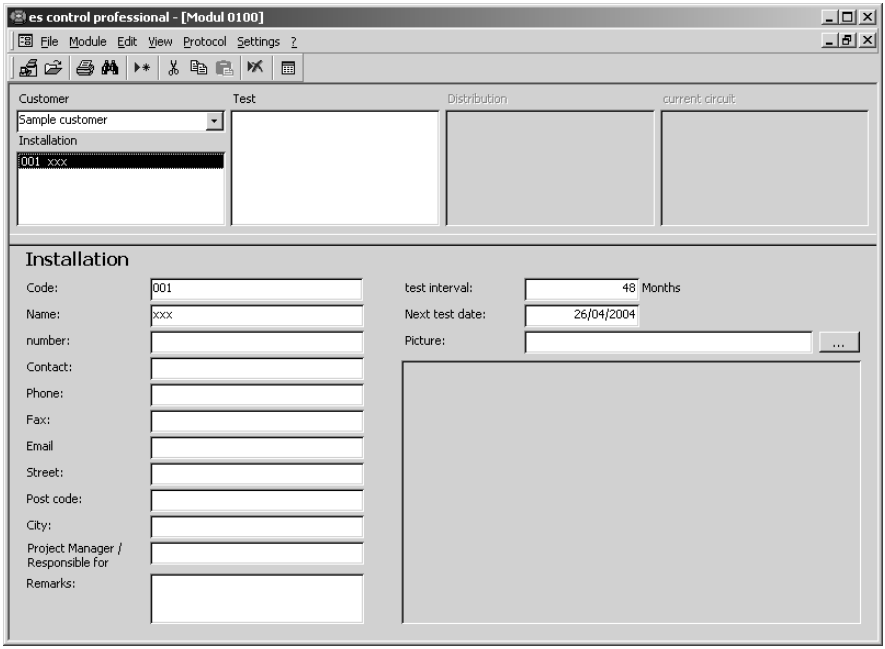

Figure 5.7 Add data record for installation
- Now create a new data record. Use either the “Data record | Add” menu command or use the context menu which may be accessed by clicking the right mouse key. A new installation for “Customer A” customer is created. The new data record for the installation is displayed as shown in Figure 5.7.